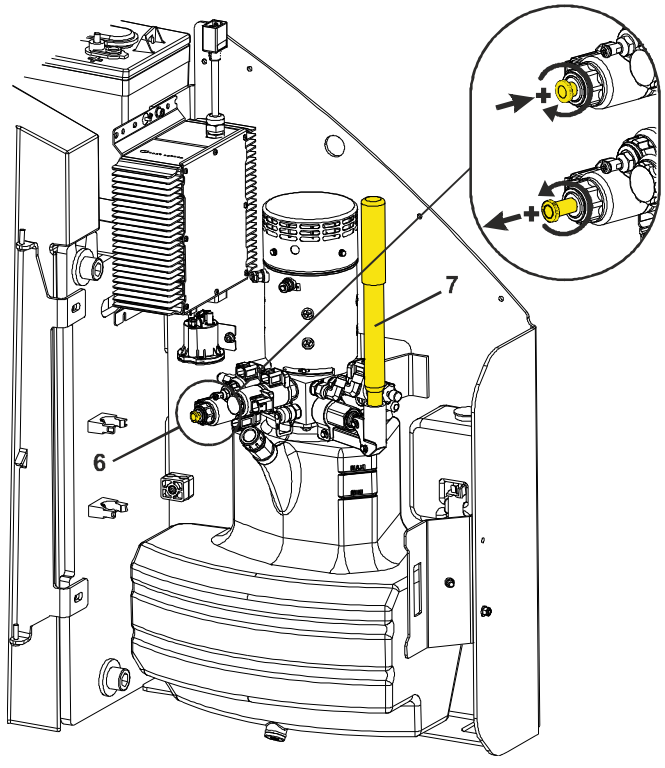

**Figur 3-8. Driftsanordning for manuell dreining**
- En kontrollventil (6) som sitter på pumpe-/motorenheten. (Se figur 3-8).
- En håndpumpe (7), som også sitter på pumpe-/motorenheten. (Se figur 3-8).